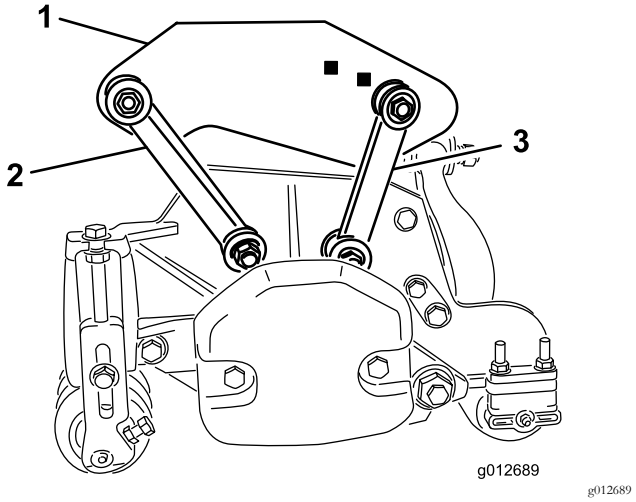

Rysunek 19
- Przedni zaczep przykręcamy śrubami 0,95 x 5,71 cm z podkładkami i nakrętkami do otworów montażowych w ramie i w zespole tnącym jak pokazano na Rysunek 19. Umieść podkładkę z każdej strony zaczepu. Dokręć elementy mocujące z momentem 42 N·m.
- Tylny zaczep przykręcamy śrubami 0,95 x 5,71 cm z podkładkami i nakrętkami do otworów montażowych w ramie i w zespole tnącym jak pokazano na Rysunek 19. Umieść podkładkę z każdej strony zaczepu. Dokręć elementy mocujące z momentem 42 N·m.